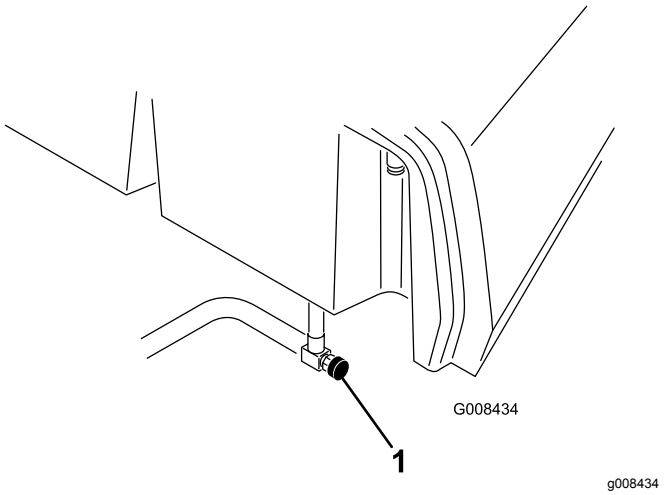

Figur 38
1. Stäng bränslekranen (Figur 38) under bränsletanken.